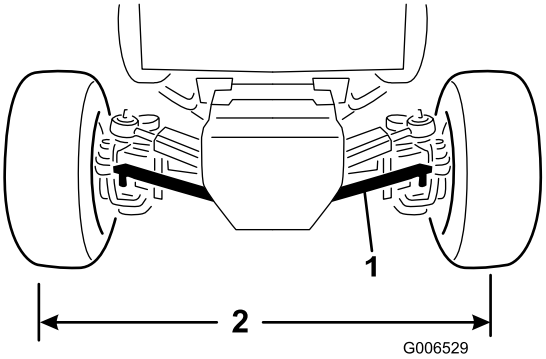

Figur 59
2. Fjern møtrikkerne, der fastgør en af forbindelsesstangens kugleled til monteringsbeslaget på akslen, og kobl kugleleddet fra akslen (Figur 59).
4. Drej styreforbindelsesstangen indad eller udad, indtil afstanden fra midten til midten foran og bag på baghjulene er den samme (Figur 59).